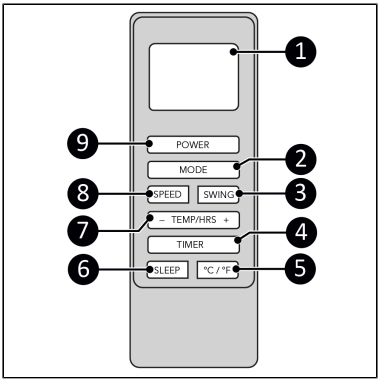

Abbildung 39.
2. Drücken Sie den EIN/AUS-Schalter auf dem Bedienfeld (Abbildung 37, Pos. 1) oder auf der Fernbedienung (Abbildung 39, Pos. 9). Das Gerät startet im Lüfter-Modus.
3. Drücken Sie die Modus-Taste am Gerät (Abbildung 37, Pos. 2) oder auf der Fernbedienung (Abbildung 39, Pos. 2) um den gewünschten Modus auszuwählen. (Der Heizmodus ist nur beim Polar 16CH verfügbar)